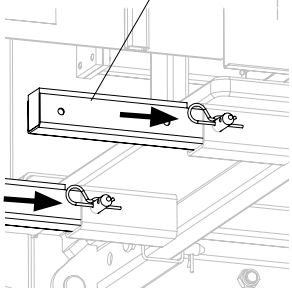

Fig. A3.06a
1. Déplier les passerelles d'about MXP (11), insérer les rallonges de passerelle MXP (11.2) et bloquer à l'aide d'un axe et d'une goupille de sécurité. (Fig. A3.06a)